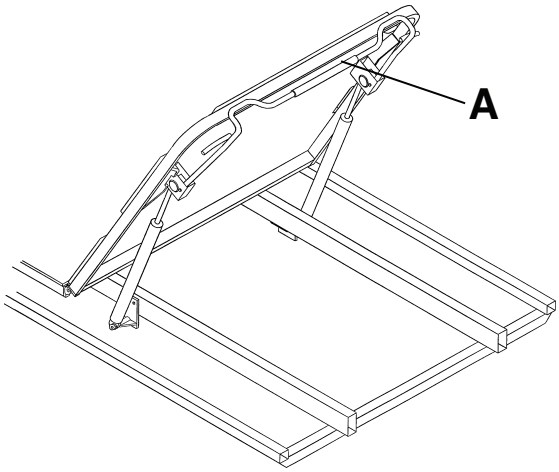

Figure 5 – Relève-buste pneumatique
Pour élever le relève-buste, serrer la poignée de déblocage rouge du relève-buste (A) et tirer le relève-buste vers le haut jusqu'à la position voulue (Figure 5).